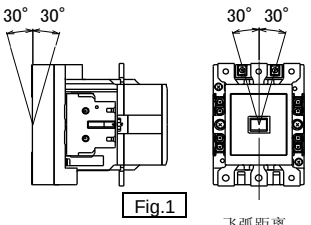

Fig.1
(2)请垂直安装。允许倾斜角度在 30° 以内。(Fig.1)
(1) Mount in a dry, clean and stable location.
(2) Mounting on a vertical surface. The product must not incline more than 30°. (Fig.1)